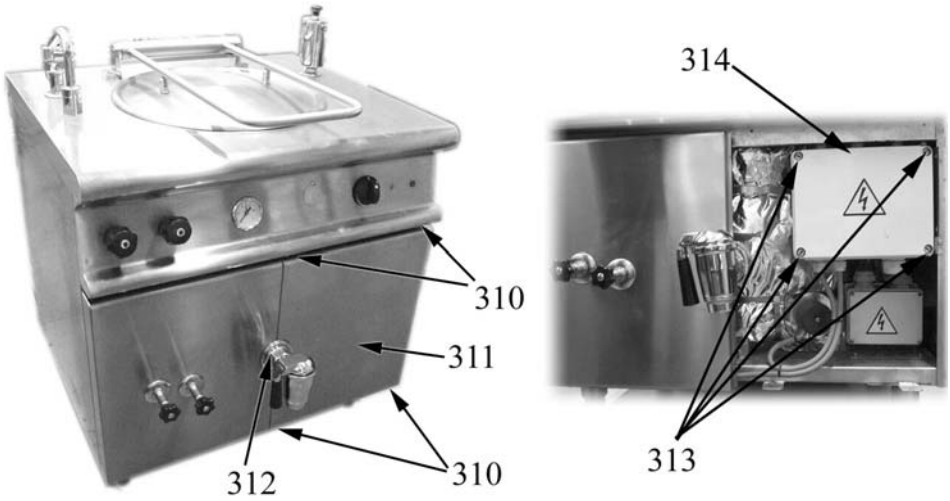

Fig. 32
- with the aid of an 8-point wrench or needle nose pliers, block the T-coupling the pressure switch is screwed onto pos. 302 and unscrew it;
- remove the panel pos. 311 in Fig. 32 (see paragraph "Removing the control panel");
- unscrew the screws pos. 313 in Fig. 32 that fix the box cover pos. 314 in Fig. 32;